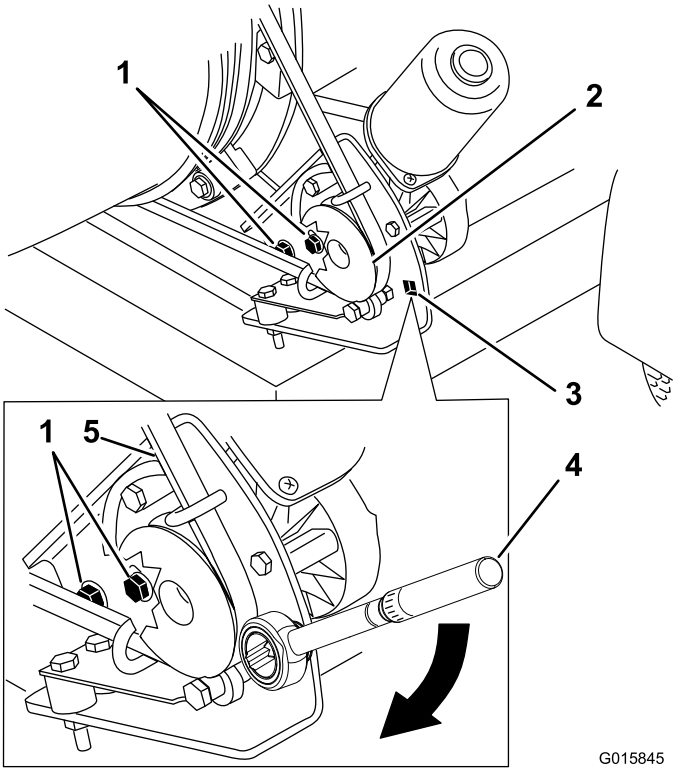

Figur 31
1. Lossa de skruvar som håller fast remskivans monteringsfäste på lövblåsens ram (Figur 31).
2. Placera en skiftnyckel i remskivans monteringsfäste (Figur 31).
3. Sväng remskivans monteringsfäste bort från munstycket tills skiftnyckeln står på 22,6–26,0 Nm (Figur 31).